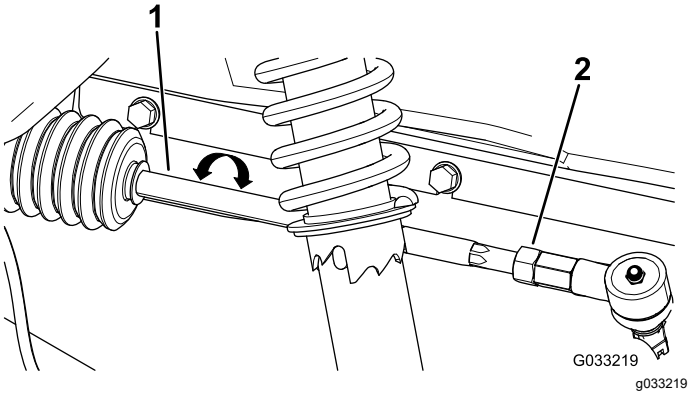

Figuur 48
4. Als deze afstand buiten het bereik van 0 tot 6 mm valt, moet u de contramoeren aan het uiteinde van de spoorstangen losdraaien (Figuur 48).